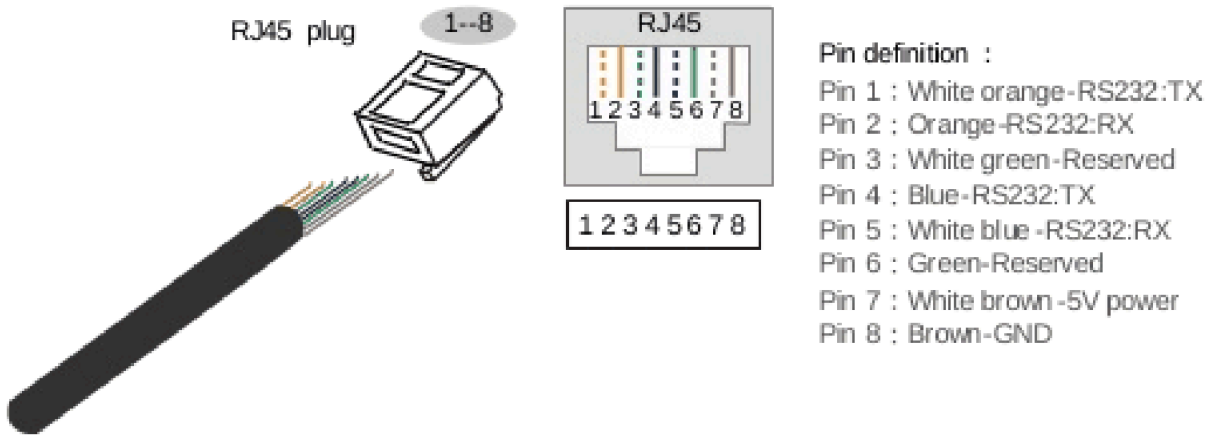

FIGURE 2-14 Pin definition of the RS232 port
1. The RS232 port is used for RS232 communication, which is to achieve the external SNMP card communication. The RS232 port adopts the RJ45 plug. The pin definition of the RS232 port is shown in Figure 2-14.